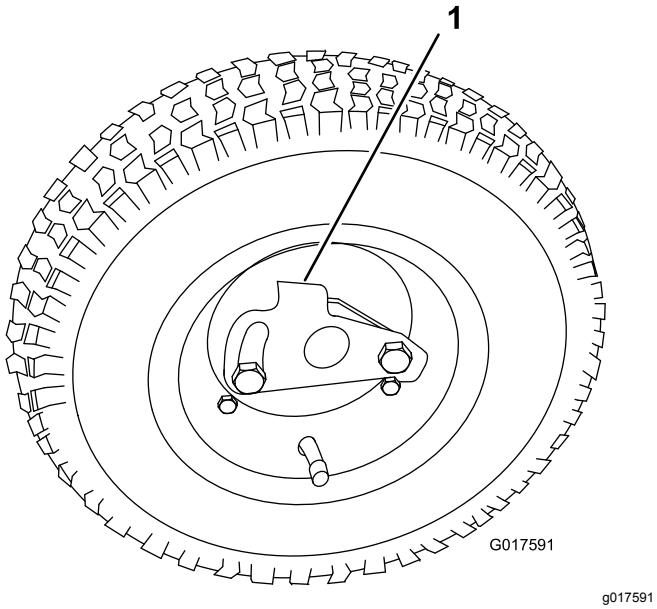

Rysunek 10
3. Odwróć zacisk blokujący koło od środka koła, umożliwiając jego dalsze wsunięcie na oś (Rysunek 10).